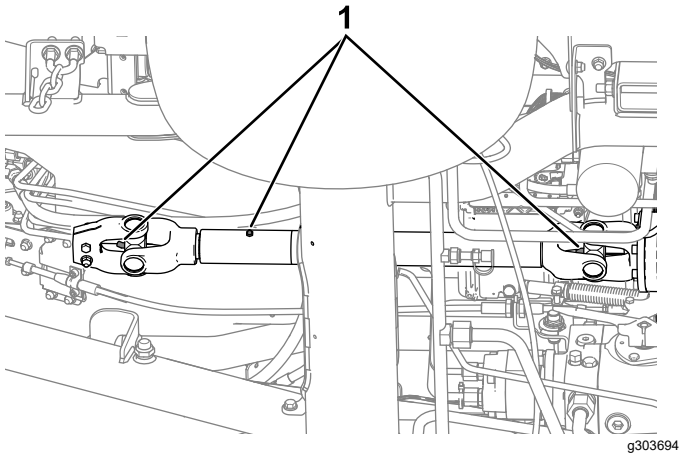

Figure 48
- Arbre d'entraînement de PDF (Figure 48)